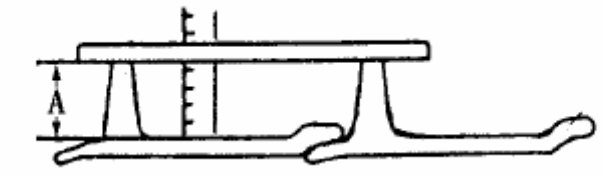

Рис. 4-22
(4). Проверка высоты шпоры башмака гусеницы (рис. 4-22)